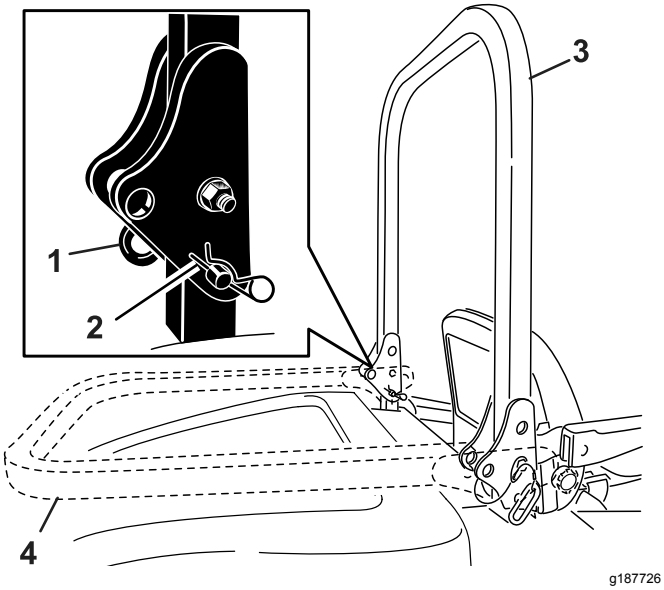

Figur 12
2. Med veltebøylen i hevet stilling, fjern hårnålssplintene og de to pinnene (Figur 12).